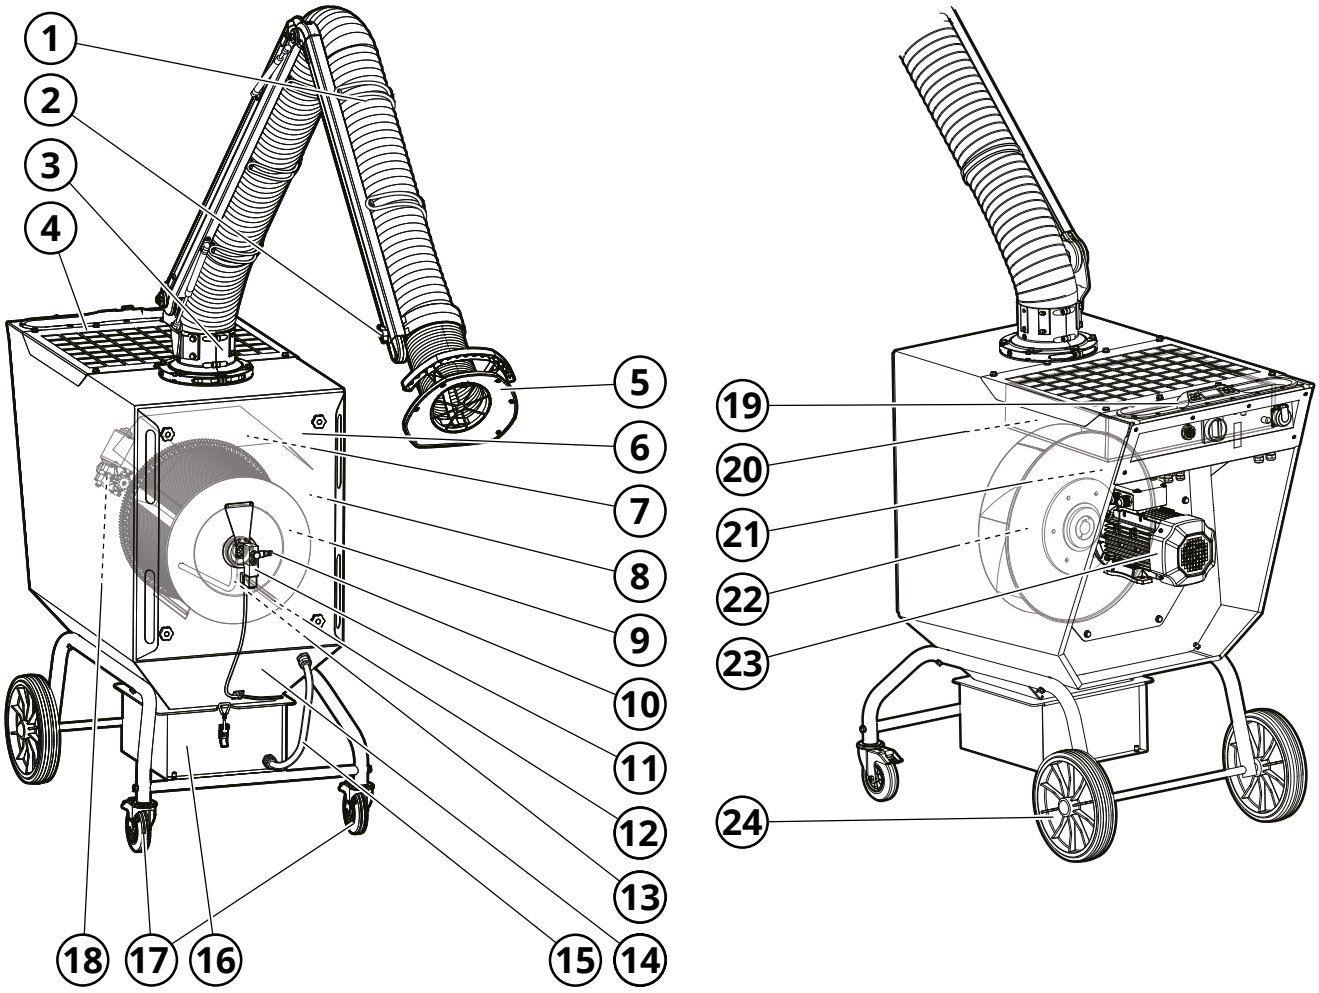

Fig. 2
Siehe **Fig. 2**.
Die verunreinigte Luft wird über den Absaugarme (1, **Fig. 2**) zur schmutzigen Seite der Maschine (8) gesaugt, wo die Luft durch die Filterpatrone (9) gereinigt wird. Die Filtrationsrate beträgt ≥ 99 % der Rauch- und Staubverunreinigungen von Schweißarbeiten an hochlegierten Stählen, wie z. B. Stählen mit einem Nickel- und Chromgehalt von 30 %. Anschließend wird die gereinigte Luft durch das Ventilatorlaufrad (22) gesaugt und über die Reinseite der Filtereinheit (21) durch das Auslassgitter (4) in den Raum geleitet.